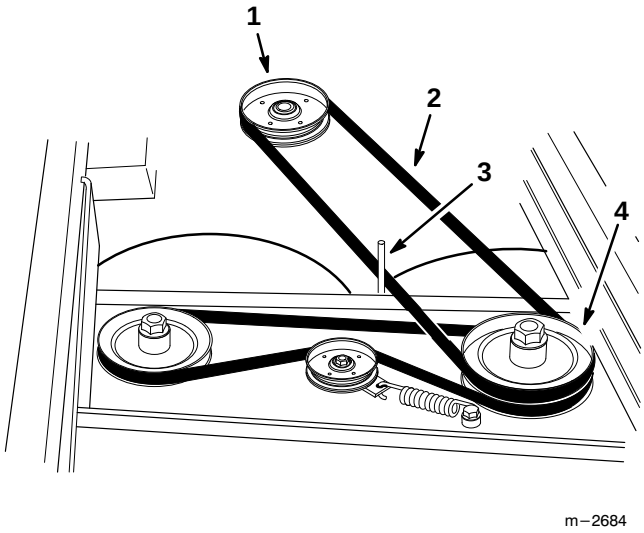

Figure 7
2. Install the drive belt around the traction unit drive pulley and the top pulley on the left spindle. The belt must be to the left of the belt guide (Fig. 7).